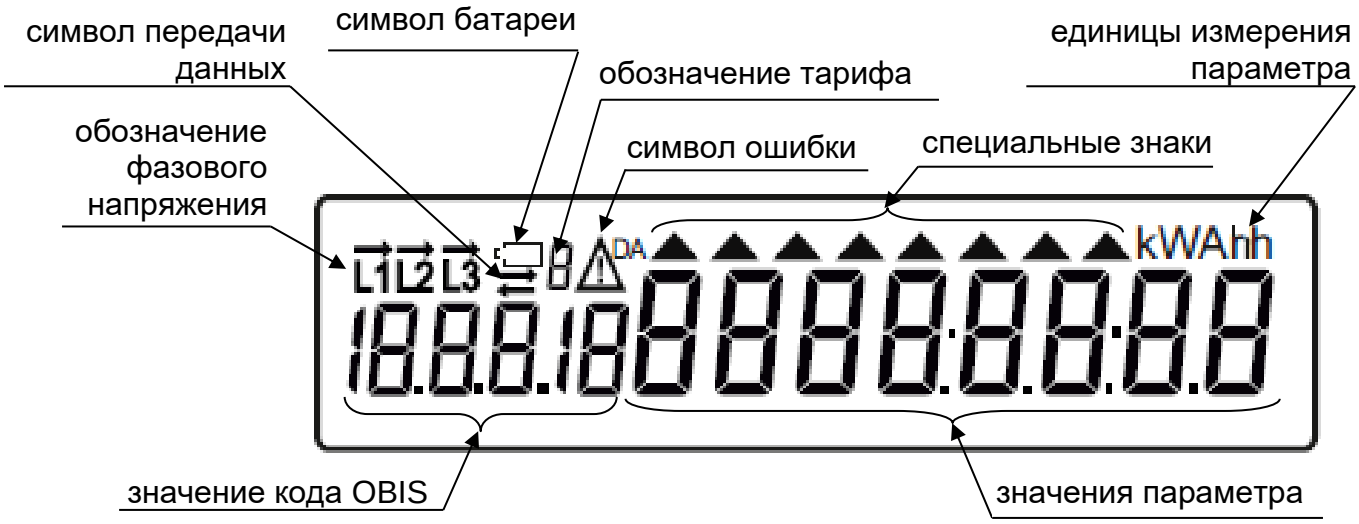

Рисунок 3.1 – Внешний вид дисплея счетчика со всеми включенными сегментами
3.8.3 В результате нажатия на большую кнопку прокрутки дольше 5 секунд счетчик переходит в режим отображения на индикаторе расширенного набора параметров. Режим сопровождается подсвечиванием крайнего правого треугольника (рисунок 3.1), расположенного в правом верхнем углу («§»). Во время отображения списка можно прокручивать данные вперед/назад с помощью кнопок прокрутки. Если кнопки не нажимаются, то список будет прокручиваться автоматически с интервалом между отображаемыми данными – ~7 секунд.
Если данные счетчика при этом считываются через оптопорт, на индикаторе возникает мигающий треугольник «ТР» (при его наличии, рисунок 3.1), при котором протокол DLMS прекращает работать, а используется технологический протокол.